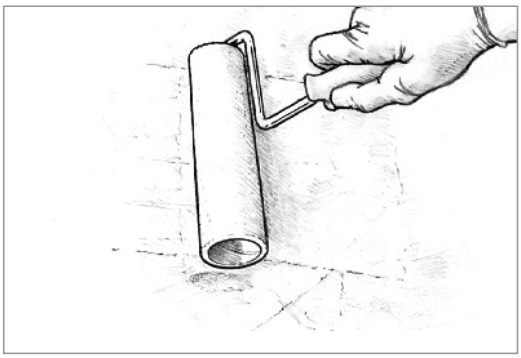

Figure 6-17 *Apply the epoxy in thin even coats using a thin foam roller.*
4. Roll lightly and randomly over an area approximately 2 ft x 2 ft to transfer the epoxy evenly over the area *(Figure 6-17)*.